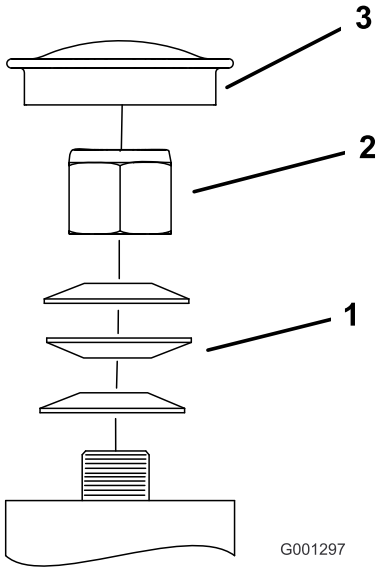

Figur 59
3. Fjern støvkoppen fra styringen og trekk til låsemutteren (Figur 59).
4. Trekk til låsemutteren inntil fjærskivene er flate og gå deretter tilbake 1/4 omdreining for å stille forhåndsbelastningen på lagrene korrekt (Figur 59).
Viktig: Påse at fjærskivene er montert korrekt slik det vises i Figur 59.
5. Sett på støvkoppen (Figur 59).